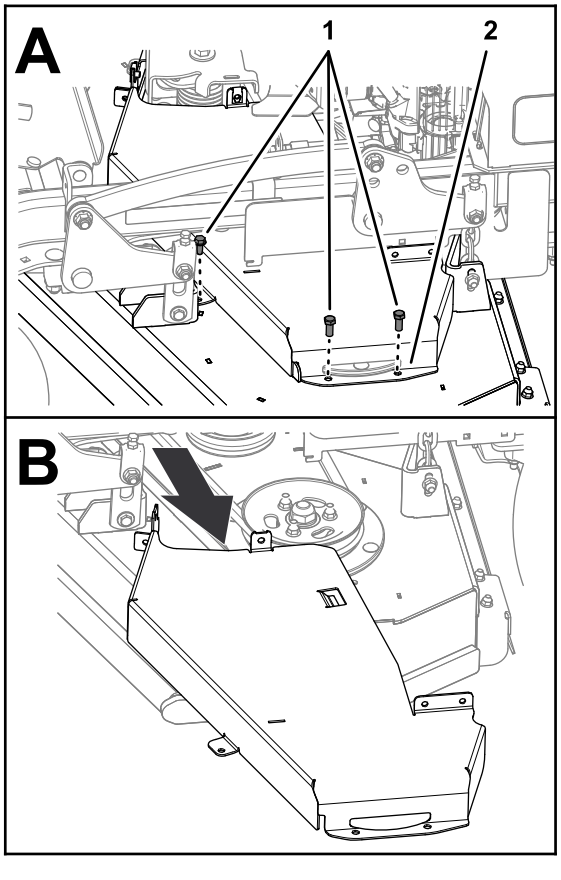

Figure 8
4. Remove the 3 bolts that secure the left belt cover to the deck, and remove the cover (Figure 8).